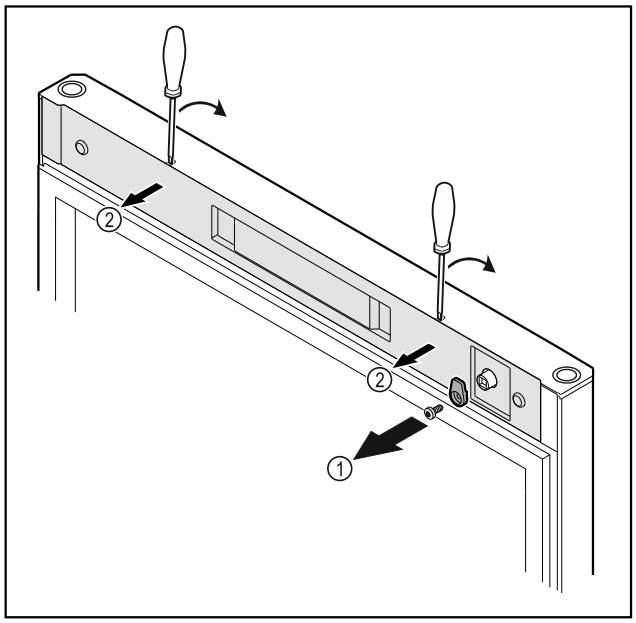

Fig. 10 *
▶ Unscrew the door latch *Fig. 10 (1)*.*
▶ Unlatch the cover *Fig. 10 (2)* with a small screwdriver and remove it.*